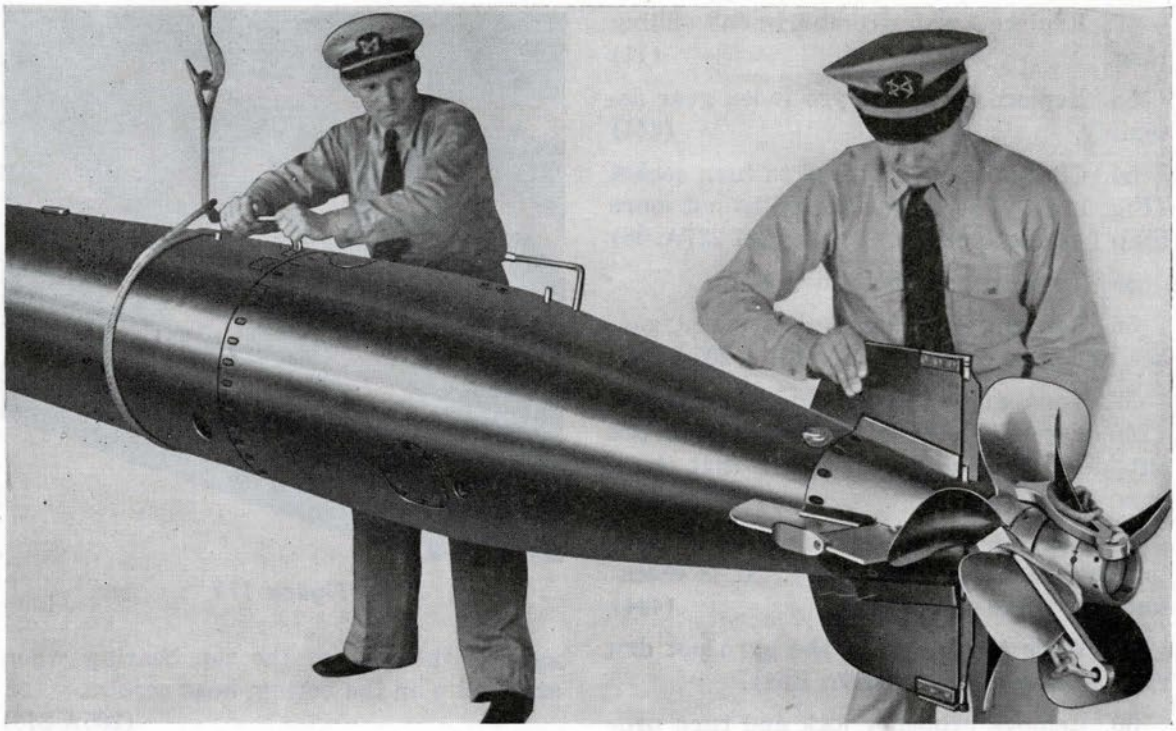

Figure 118
72. Remove transportation screw and insert replacement screw. (49)
77. Open stop valve smartly, thus spinning gyro. Close stop valve (Fig. 118). (227-227A)